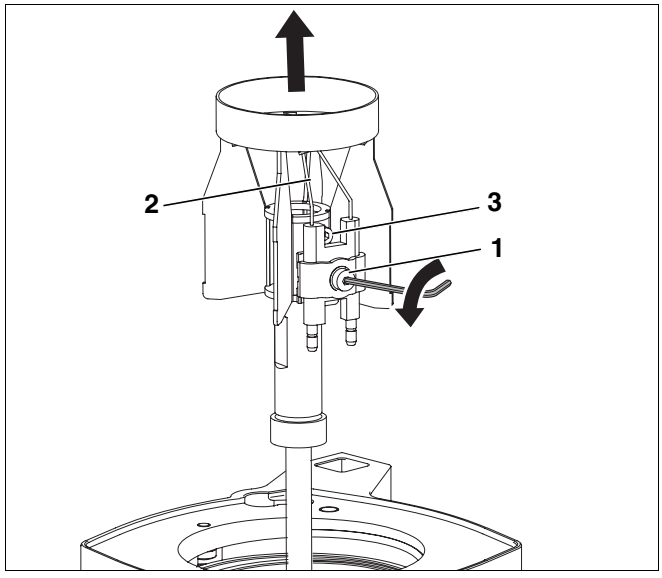
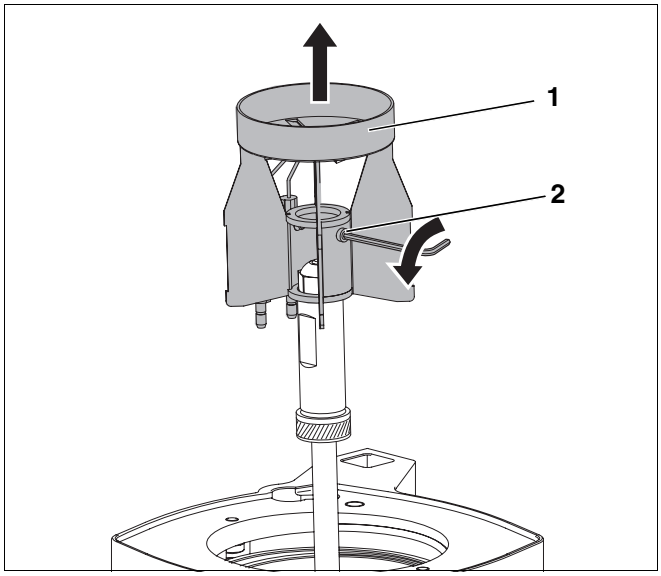
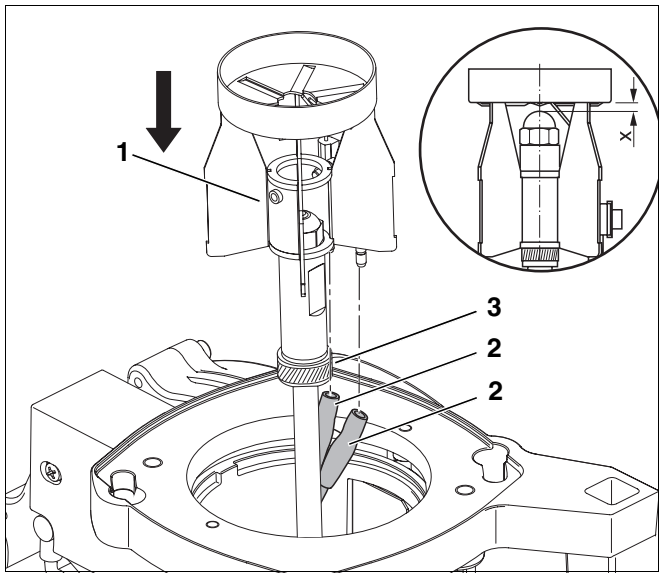

Fig. 26 Sustitución de los electrodos de encendido
Fig. 27 Desmontaje del diafragma
Fig. 29 Montaje del diafragma
Los electrodos de encendido (fig. 26, **pos. 2**) deben estar libres de suciedad.
- Suelte el tornillo (fig. 26, **pos. 1**) situado entre los electrodos de encendido.
- Suelte los cables de encendido (fig. 29, **pos. 2**, página 29).
- Desmonte los electrodos de encendido (fig. 26, **pos. 2**).
- Suelte el tornillo de sujeción (fig. 27, **pos. 2**) y desmonte el diafragma (fig. 27, **pos. 1**).
- Extraiga el diafragma (fig. 27, **pos. 1**) tirando de él hacia arriba.
- Coloque de nuevo el diafragma (fig. 29, **pos. 1**) y atornílllelo con los tornillos de sujeción (fig. 27, **pos. 2,** página 28 y fig. 26, **pos. 3**, página 27).
- Fije correctamente los cables de encendido (fig. 29, **pos. 2**).
- Asegúrese de que el anillo distanciador se encuentra correctamente montado (fig. 29, **pos. 3**) y controle la dimensión "x" conforme a capítulo 3.3 "Valores de ajuste y dotación de la tobera", página 8.